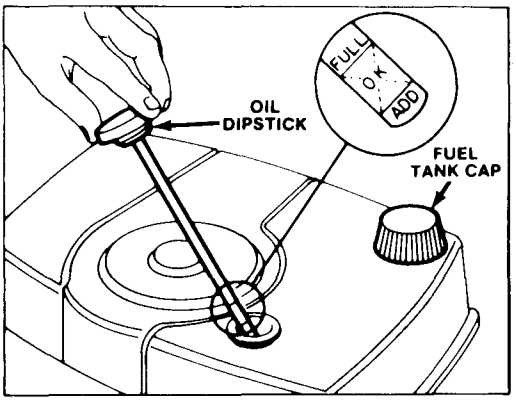

Figure 4
3. Wipe dipstick and insert it into filler neck. Rotate cap clockwise. Then remove dipstick and check level of oil (Fig. 4). If level is low, slowly add only enough oil to raise level to FULL mark on dipstick. DO NOT FILL ABOVE FULL MARK BECAUSE ENGINE COULD BE DAMAGED WHEN STARTED. POUR SLOWLY.
1. Clean around fuel tank cap and remove cap from tank (Fig. 4). Using unleaded gasoline, fill fuel tank to within 1/2 inch (13 mm) from top of tank.